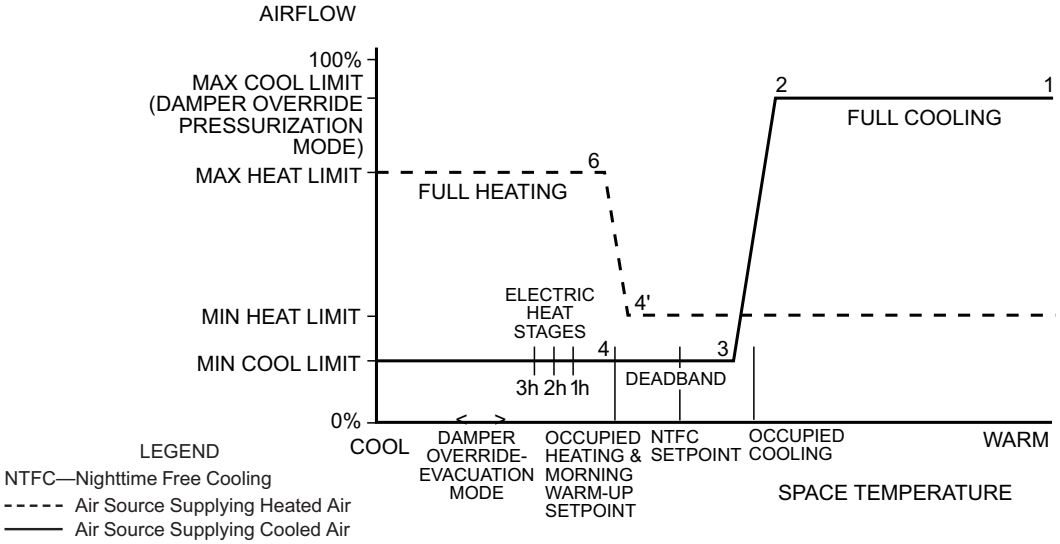

Figure 2 - Sequence of Operation for Series Fan Powered Air Terminal With Staged Electric Heat
C. Heating: (when the primary air source is providing heated air, refer to numbers on flow diagram). See Fig. 2.